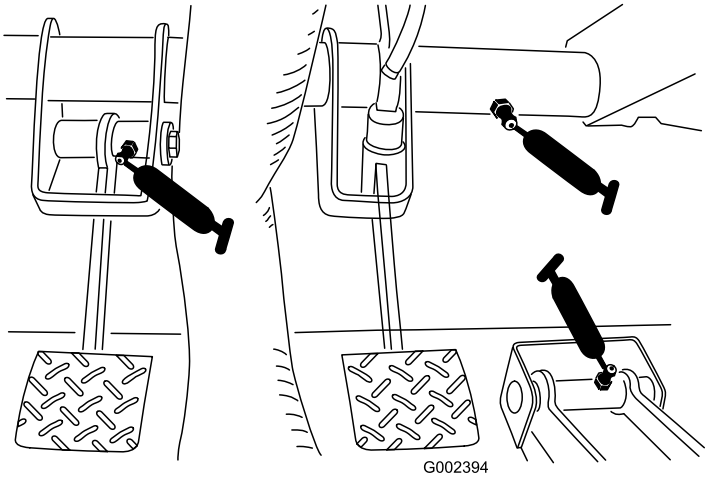

Figur 40
- Koppling (1), gaspedal (1), broms (1) (Figur 40)